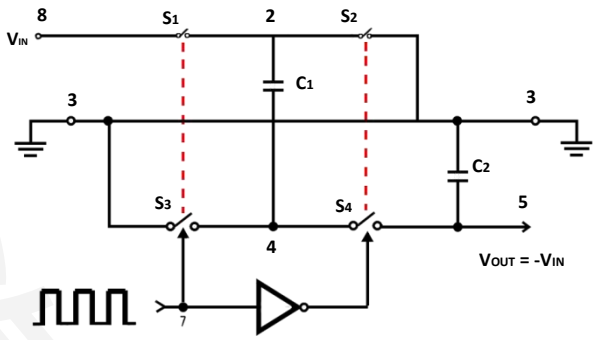
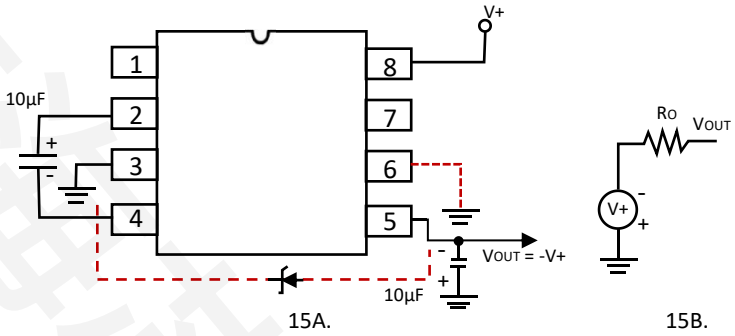
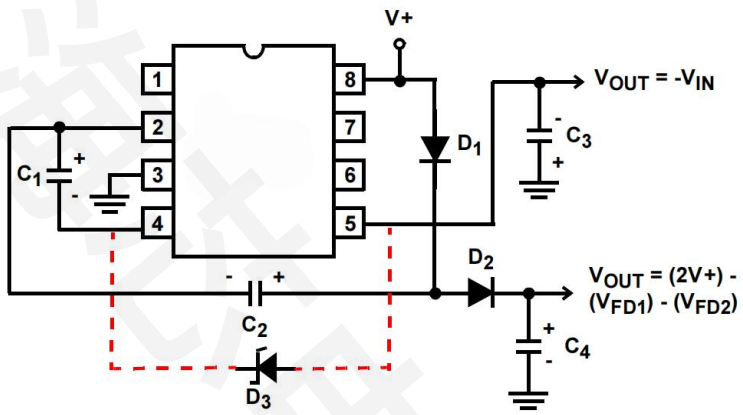
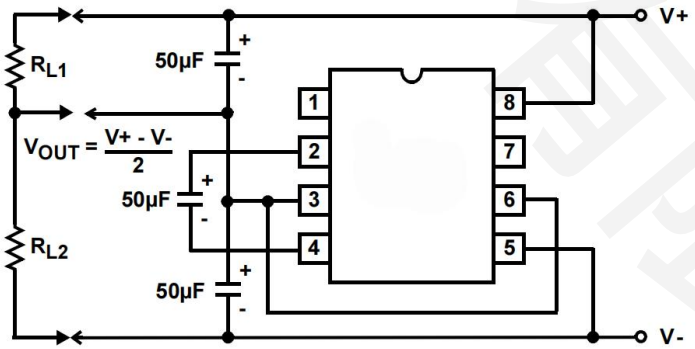

FIGURE 14. IDEALIZED NEGATIVE VOLTAGE CONVERTER
FIGURE 15. SIMPLE NEGATIVE CONVERTER AND ITS OUTPUT EQUIVALENT
FIGURE 19. COMBINED NEGATIVE VOLTAGE CONVERTER AND POSITIVE DOUBLER
FIGURE 20. SPLITTING A SUPPLY IN HALF
The ICL7660ACBAZA-T-HX contain all the necessary circuitry to complete a negative voltage converter, with the exception of two external capacitors, which may be inexpensive 10μF polarized electrolytic types. The mode of operation of the device may best be understood by considering Figure 14, which shows an idealized negative voltage converter. Capacitor C1 is charged to a voltage, V+, for the half cycle, when switches S1 and S3 are closed. (Note: Switches S2 and S4 are open during this half cycle). During the second half cycle of operation, switches S2and S4are closed, with S1 and S3 open, thereby shifting capacitor C1 to C2 such that the voltage on C2 is exactly V+, assuming ideal switches and no load on C2. The ICL7660ACBAZA-T-HX approach this ideal situation more closely than existing non-mechanical circuits.
In the ICL7660ACBAZA-T-HX, the four switches of Figure 14 are MOS power switches; S_1 is a P-Channel device; and S_2, S_3 and S_4 are N-Channel devices. The main difficulty with this approach is that in integrating the switches, the substrates of S_3 and S_4 must always remain reverse biased with respect to their sources, but not so much as to degrade their "ON"resistances. In addition, at circuit start-up, and under output short circuit conditions (V_{OUT} = V+), the output voltage must be sensed and the substrate bias adjusted accordingly. Failure to accomplish this would result in high power losses and probable device latch-up.
where V_1 and V_2 are the voltages on C_1 during the pump and transfer cycles. If the impedances of C_1 and C_2 are relatively high at the pump frequency (see Figure 14) compared to the value of RL, there will be a substantial difference in the voltages, V_1 and V_2. Therefore it is not only desirable to make C_2 as large as possible to eliminate output voltage ripple, but also to employ a correspondingly large value for C_1 in order to achieve maximum efficiency of operation.
The majority of applications will undoubtedly utilize the ICL7660ACBAZA-T-HX for generation of negative supply voltages. Figure 15 shows typical connections to provide a negative supply where a positive supply of +1.5V to +12V is available. Keep in mind that pin 6 (LV) is tied to the supply negative (GND) for supply voltage below 3.5V.
The output characteristics of the circuit in Figure 15 can be approximated by an ideal voltage source in series with aresistance as shown in Figure 15B. The voltage source has a value of -(V+). The output impedance (RO) is a function of the ON resistance of the internal MOS switches (shown in Figure 14), the switching frequency, the value of C1 and C2, and the ESR (equivalent series resistance) of C1 and C2. A good first order approximation for R O is shown in Equation 2:
Figure 19 combines the functions shown in Figure 15 and Figure 18 to provide negative voltage conversion and positive voltage doubling simultaneously. This approach would be suitable, for example, for generating +9V and -5V from an existing +5V supply. In this instance, capacitors C1 and C_3 perform the pump and reservoir functions, respectively, for negative voltage generation, while capacitors C2 and C4 are pump and reservoir, respectively, for the doubled positive voltage. There is a penalty in this configuration which combines both functions, however, in that the source impedances of the generated supplies will be somewhat higher, due to the finite impedance of the common charge pump driver at pin 2 of the device.
The bidirectional characteristics can also be used to split a high supply in half, as shown in Figure 20. The combined load will be evenly shared between the two sides, and a high value resistor to the LV pin ensures start-up. Because the switches share the load in parallel, the output impedance is much lower than in the standard circuits, and higher currents can be drawn from the device. By using this circuit, and then the circuit of Figure 15, +15V can be converted, via +7.5 and -7.5, to a nominal -15V, although with rather high series output resistance (~250Ω).